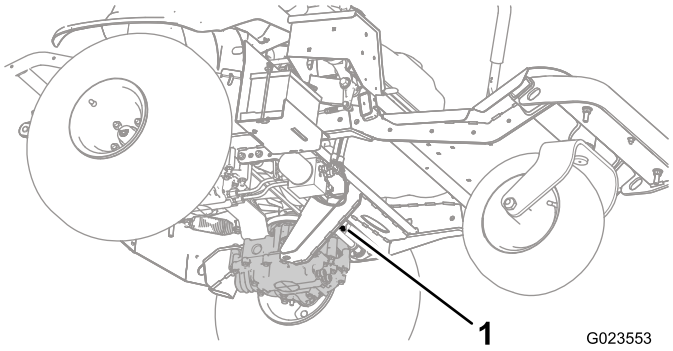
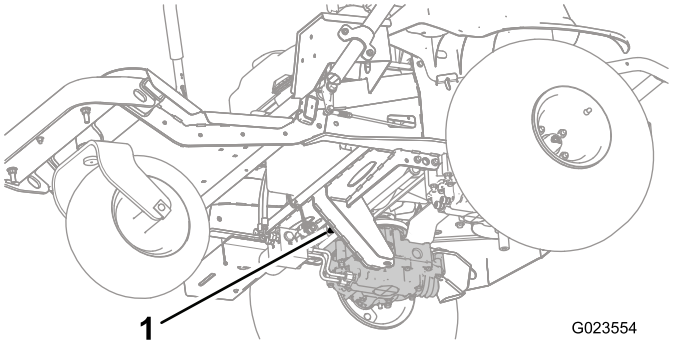
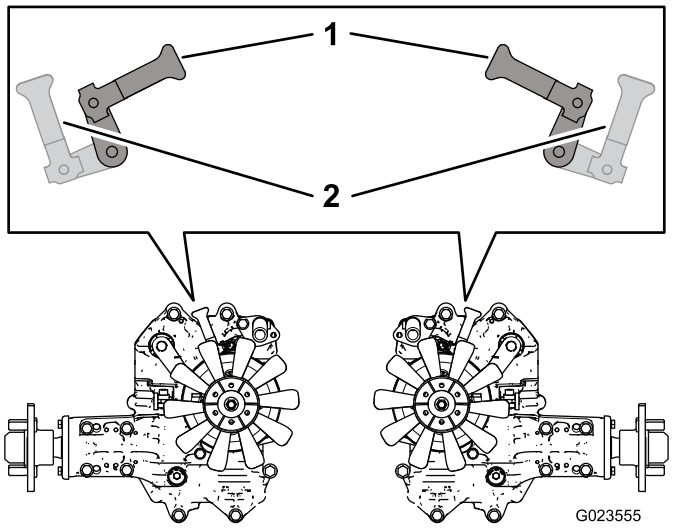

Figur 28
Figur 29
Figur 30
3. Drej omløbsventilhåndtagene (Figur 28 og Figur 29) under maskinen, så de peger indad mod midten af maskinen (Figur 30) og slip parkeringsbremsen. Se Deaktivering af parkeringsbremsen (side 26).
4. Når du er færdig med at skubbe eller bugsere maskinen, skal du dreje omløbsventilhåndtagene, så de peger mod maskinens forende, for at maskinen kan køre (Figur 30).